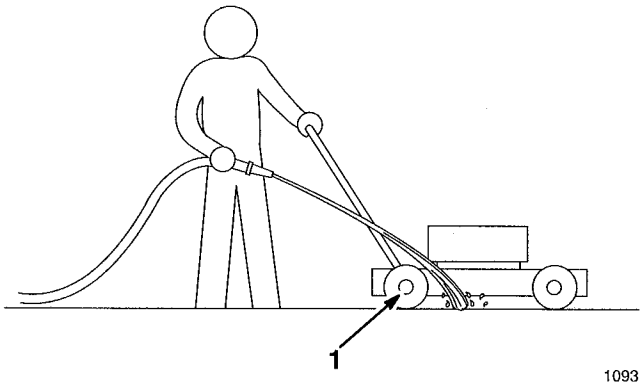

Figure 37
3. Hold the running garden hose at handle level and direct water to flow on ground just in front of right rear tire (Fig. 37). The rotating blade will draw water under the housing and wash out clippings. Let the water run for a few minutes or until you no longer see clippings being washed out from under housing.